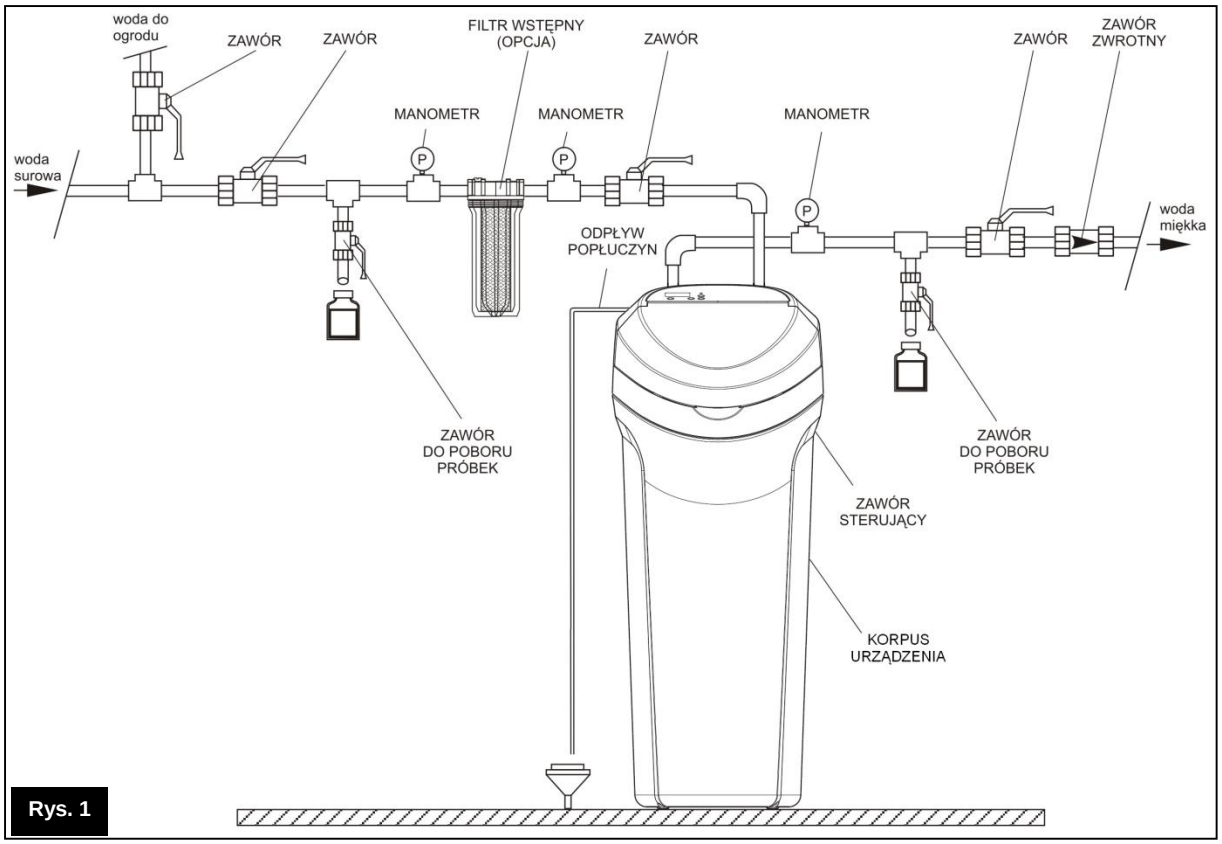

Rys. 1
- Razem z urządzeniem może być dostarczany filtr mechaniczny (opcja), który należy zainstalować na rurociągu doprowadzającym wodę surową zgodnie ze schematem pokazanym na rys. 1.
Jeżeli w ciągu dnia ciśnienie wody jest bardzo wysokie, może się zdarzyć, że w nocy przekroczy wartość 8,0 barów. W takim przypadku, sugerujemy zainstalowanie reduktora ciśnienia. W celu kontroli ciśnienia roboczego w instalacji, proponujemy wyposażyć instalacje w manometry zgodnie ze schematem (rys. 1).
Podłączenie hydrauliczne urządzenia należy wykonać zgodnie ze schematem pokazanym na rys. 1. Urządzenie wyposażone jest w zawór obejścia by-pass z elementami połączeniowymi oraz wąż do odprowadzenia popłuczyn. Wyposażenie instalacji hydraulicznej w elementy takie jak zawory, manometry, zawory do poboru próbek, itp. należy do wykonującego instalację i nie są dostarczane standardowo z urządzeniem.